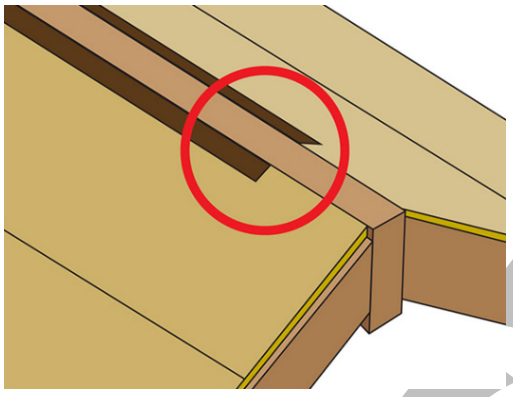

Figure 4. Prepare Ridge for Shear-X™ Installation
6.4.1 Prior to installing the Shear-X™ brackets, the installer must remove 1" to 1½" of sheathing on both sides of the ridge leaving 6" to 12" at each end of the ridge uncut (Figure 4).